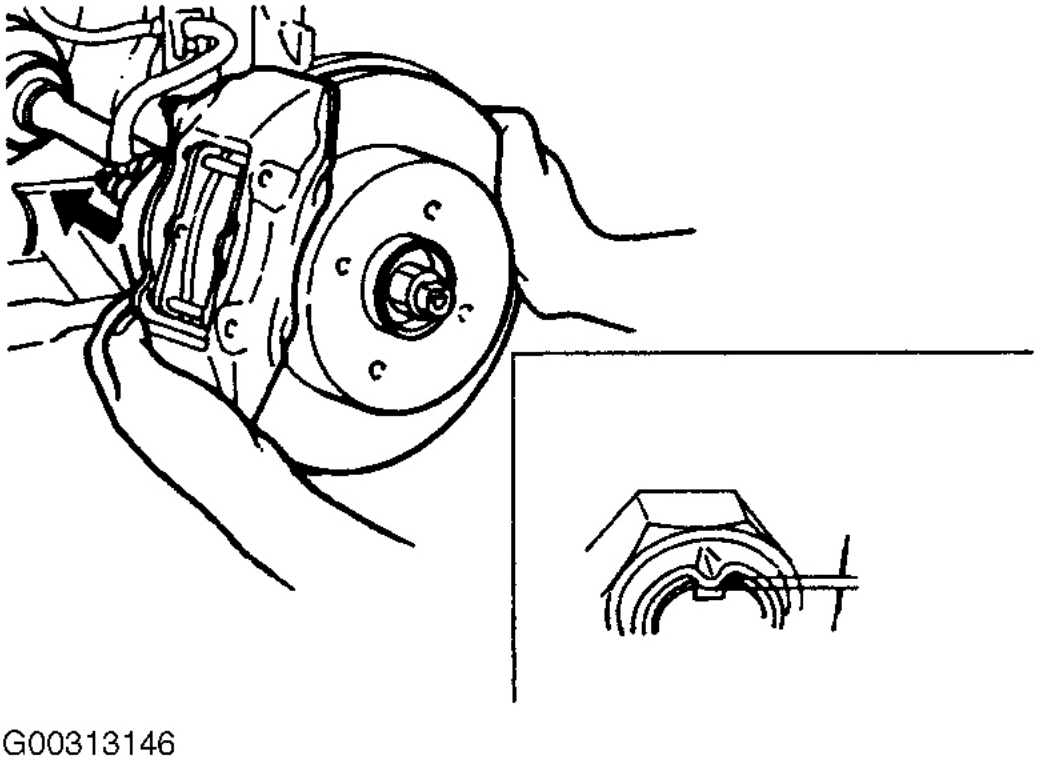

Fig. 32: Instalación de Eje Eje Tuerca de seguridad
9. Apriete la tuerca de bloqueo del eje del eje con el par especificado y estaca la tuerca de bloqueo, asegurando que se asiente en la ranura en el eje del eje. Ver **La Fig. 32** . Ver **ESPECIFICACIONES DE PAR** .